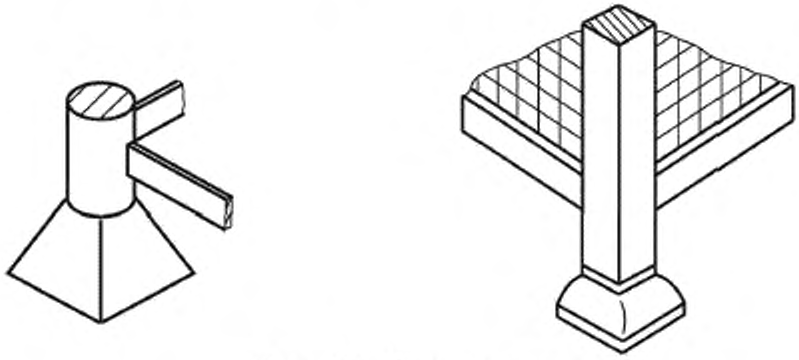

Рисунок 63 — Чашечная опора
6.8.3 **чашечная опора:** Тип опоры, используемой на стоечном или сетчатом поддоне (см. рисунок 63). en cup foot fr sabot de gerbage